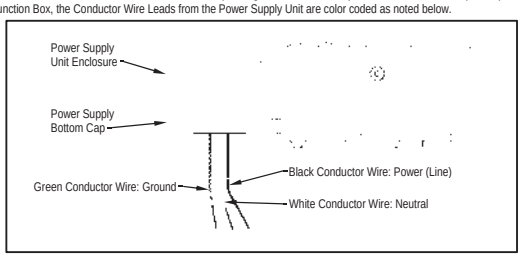

Figure 3. Power Supply Unit Input Conductor Wire Leads Identification
A.□ Referring to Figure 3, there are three (3) power input Conductor Wire Leads extending from the Bottom Cap of the Power Supply Unit Enclosure. Depending on the specific Illuminator, a Junction Box may have been installed into the Bottom Cap, which in such case, the Conductor Wire Leads are accessible by removing the Junction Box Cover. The Junction Box may contain a Terminal Block to which the Conductor Wire Leads are connected depending on the Illuminator specifications. Whether exposed (as shown) or inside a Junction Box, the Conductor Wire Leads from the Power Supply Unit are color coded as noted below.